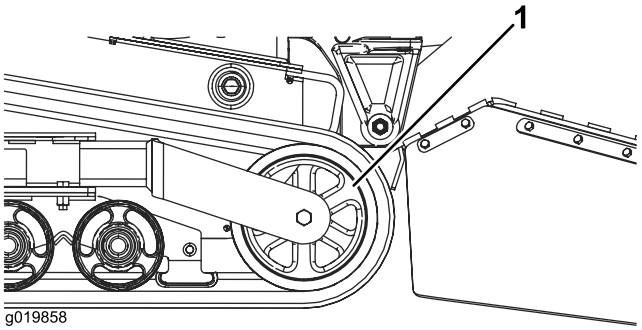

Figuur 49
5. Druk het spanwiel zo ver mogelijk naar achteren (Figuur 49).
7. Neem de rupsband van de machine als de band van het spanwiel gelopen is (Figuur 49).